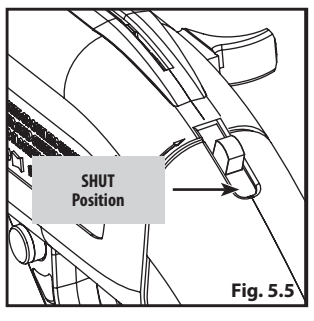

Fig. 5.5
- **c.** To keep BBs from transferring back into the BB reservoir after loading them into the internal BB magazine, slide the BB retainer button to the SHUT position (Fig. 5.5). In this position, BBs remain in the internal BB magazine and will not roll back into the BB reservoir.